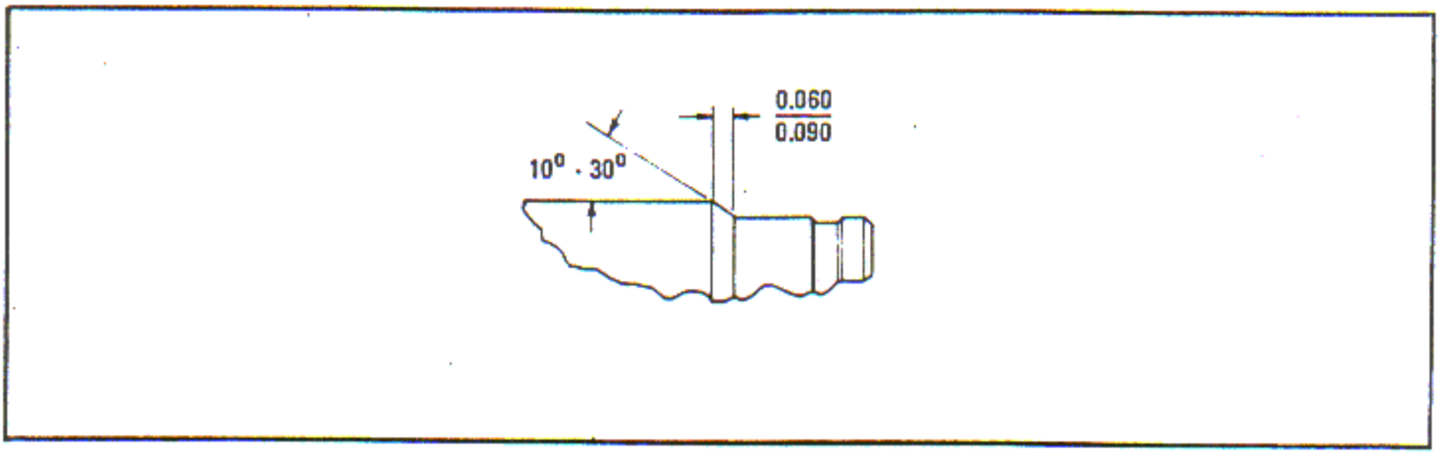

Figure 6-148. Aluminum Backed Exhaust Valve Guide Chamfer Dimensions
b. Taper the anti-flange aluminum edge with abrasive paper or chamfer the edge as shown in figure 6-148.